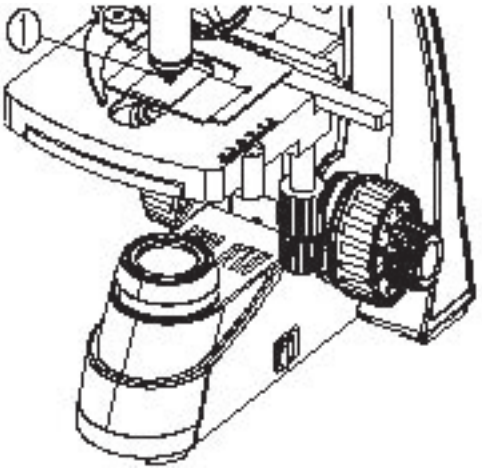

Fig. 14
- Coloque una gota del aceite de inmersión en la muestra (fig. 14).